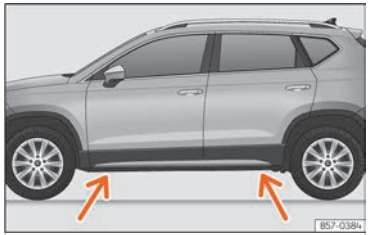

Fig. 226 Jack position points.
- Look on the crossbar for the mark of the jack support point (sunken area) closest to the wheel to be changed ››› Fig. 226.